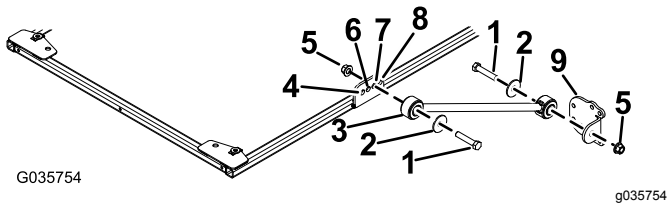

Figura 35
2. Em cada lado da estrutura do toldo, monte sem apertar completamente uma cinta no terceiro furo do suporte de cinta usando um parafuso (½ pol. x 2½ pol.), anilha (½ pol.) e porca flangeada (½ pol.), como se mostra na Figura 35.
3. Instale sem apertar completamente um suporte de cinta em cada cinta usando um parafuso (½ pol. x 2½ pol.), anilha (½ pol.) e uma porca flangeada (½ pol.), como se mostra na Figura 35.